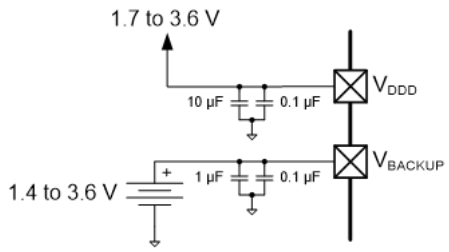

Figure 17 Separate Battery Connection to V_{BACKUP}
- V_{BACKUP}: the supply for the backup domain, which includes the 32-kHz WCO and the RTC. It can be a separate supply as low as 1.4 V, for battery or supercapacitor backup, as Figure 17 shows. Otherwise it is connected to V_{DDD}. It powers I/O port 0.